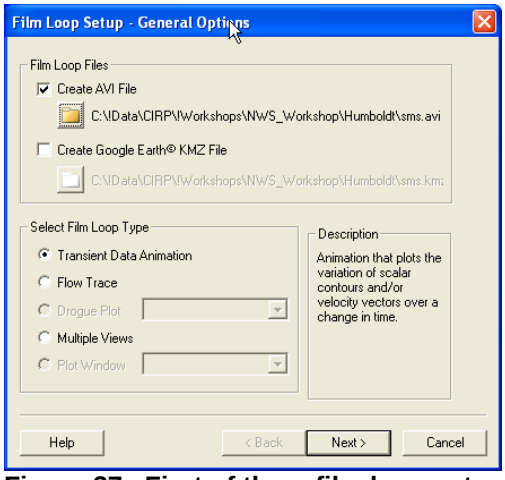

Figure 37. First of three film loop setup dialog screens
2. Select *Data | Film Loop* from the pull-down menu. The resulting dialog is shown in Figure 37.